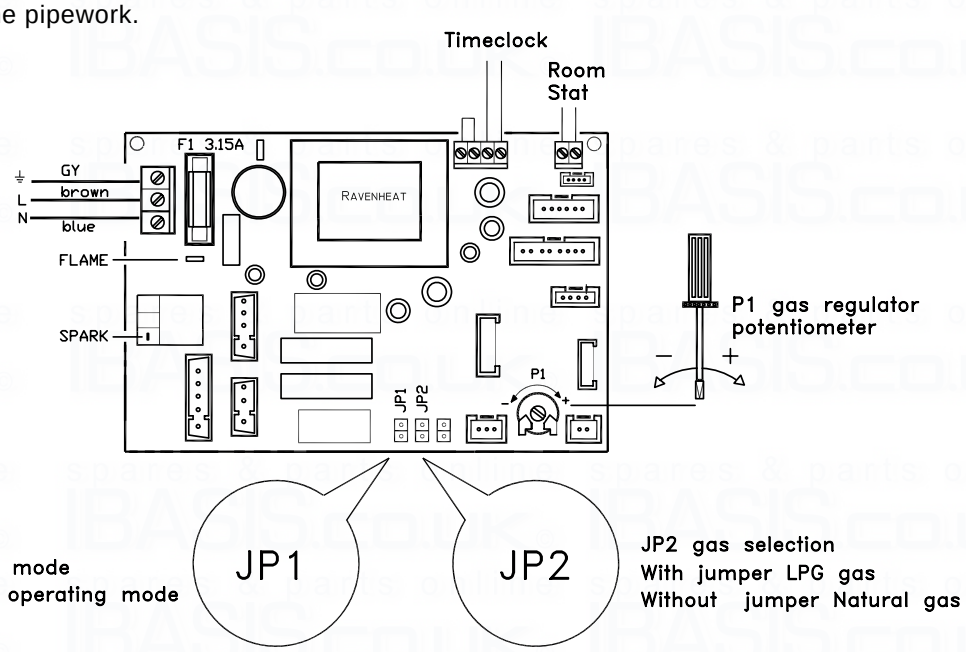

Fig. 34
- With boiler operating use a screwdriver to turn potentiometer (fig. 34) clockwise to increase pressure and anti-clockwise to decrease pressure.